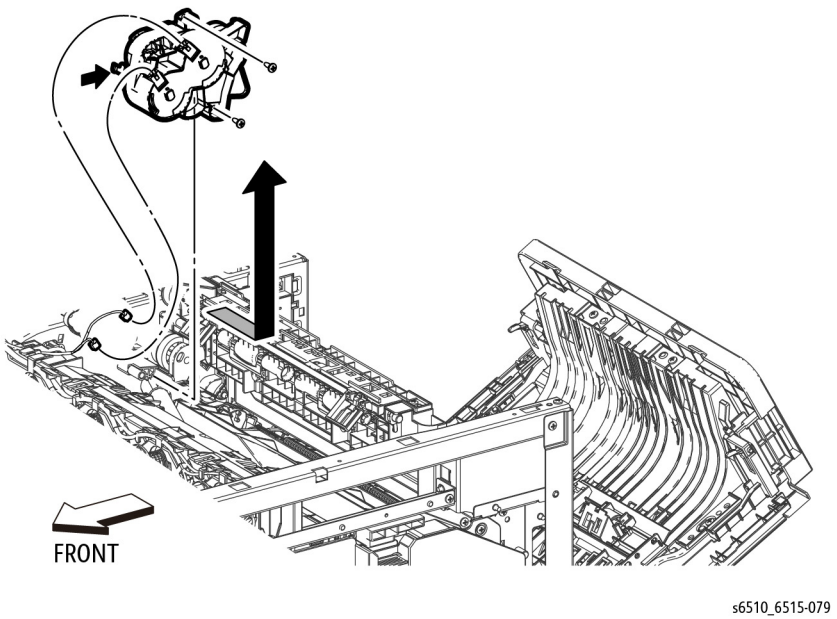

Figure 1
3. Refer to Figure 1 to unplug the connectors (P/J461, P/J462) and release the harness.
4. Refer to Figure 1 to remove the two screws (silver, tapping, M3x8mm) attaching the Main Exit Drive Assembly, and remove the drive assembly.
When re-connecting the connectors (P/J461, P/J462) onto the Exit Drive, refer to Figure 1 to ensure each harness is connected to the correct terminal.